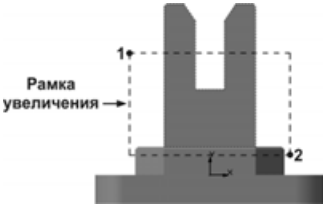

Рис. 5.96
- Установите для модели ориентацию **Нормально к...** С помощью команды **Увеличить масштаб рамкой**, увеличьте участок детали, указав точки 1 и 2 прямоугольной рамки увеличения, как это показано на рис. 5.96.